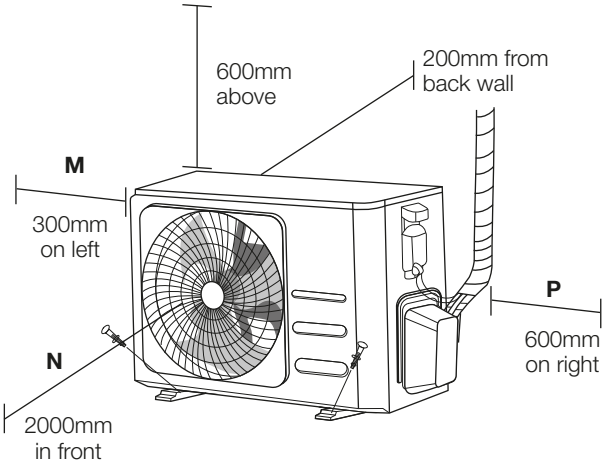

Fig. 5.7
- Make sure you refer to Length specifications *(See Fig. 5.7)* to ensure to ensure there is enough room for installation and maintenance.
(Refer to Fig. 5.4, Fig. 5.5, Fig. 5.6, Fig. 5.7 and Table 5.1)
NOTE: The minimum distance between the outdoor unit and walls described in the installation guide does not apply to airtight rooms. Be sure to keep the unit unobstructed in at least two of the three directions (M, N, P). *(See Fig. 5.7)*